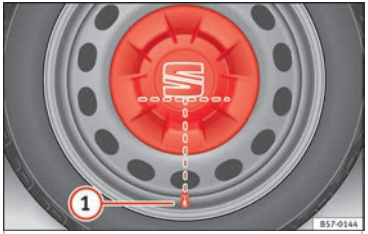

Fig. 63 Correct position of the central wheel trim for steel wheels.
- Fit the central wheel trim onto the wheel. The lower part of the SEAT emblem letter “S” should be in line with the inflation valve ››› **Fig. 63** (1).